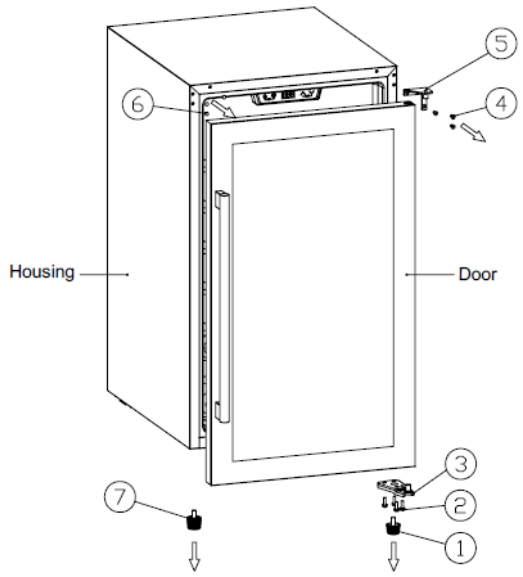

Figure 1
1. (Figure 1) Fermez la porte.
2. (Figure 1) Retirez le pied court du meuble (1) dans le coin inférieur droit, dévissez les vis (2) et retirez la charnière inférieure droite de la porte (3) ; abaissez légèrement la porte, puis retirez-la et mettez-la de côté.
3. (Figure 1) Dévissez les vis (4) et retirez la charnière supérieure droite de la porte (5) ; retirez le cache du trou de charnière (6) dans le coin supérieur gauche et le pied du meuble (7) dans le coin inférieur gauche.